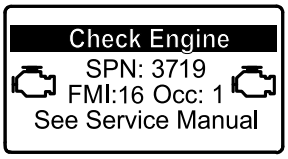

Figuur 40
- Als geparkeerde regeneratie nodig is verschijnt op het InfoCenter Motorwaarschuwing SPN 3719, FMI 16 (Figuur 40) en de computer van de motor vermindert het vermogen tot 85%.